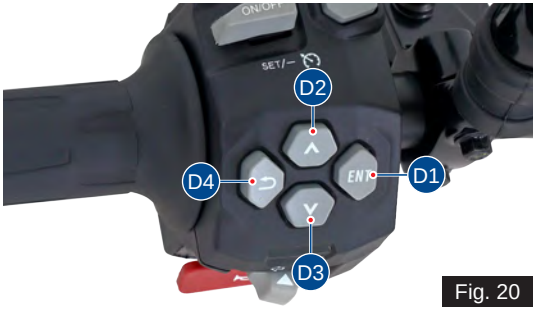

Fig. 20
D) Control switches (ref. Fig. 20)